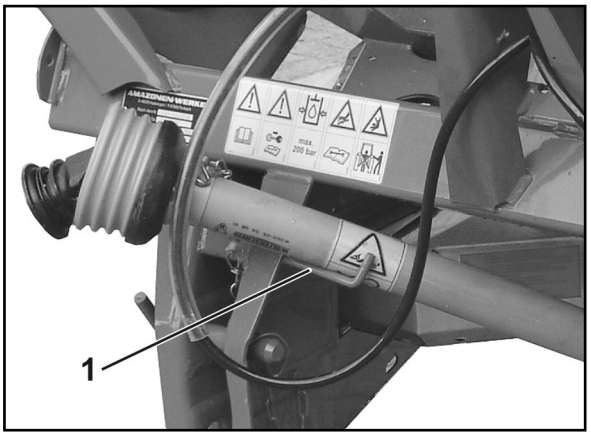

Fig. 35
5. Legen Sie die Gelenkwelle in die vorgesehene Halterung (Fig. 35/1) ab.